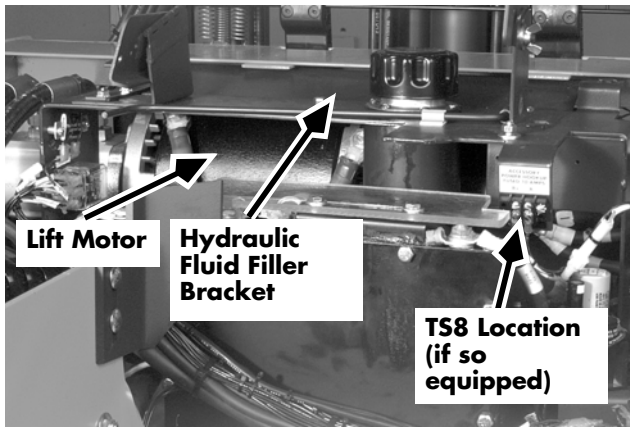

Figure 7-111: Terminal Strip TS8 Location, Series EZ-B
5. Leaving wires attached, remove terminal strip TS8, if so equipped, from the hydraulic fluid fill support bracket. See Figure 7-111.